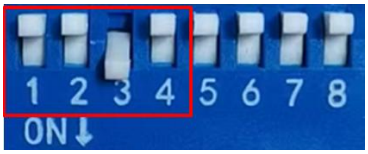

图 6.29 内部电位器开环拨码开关设置
- 将拨码开关设置为 SW4=OFF（选择开环运行模式），SW1=OFF，SW2=OFF，SW3=ON（选择内部电位器控制方式），如图 6.29。